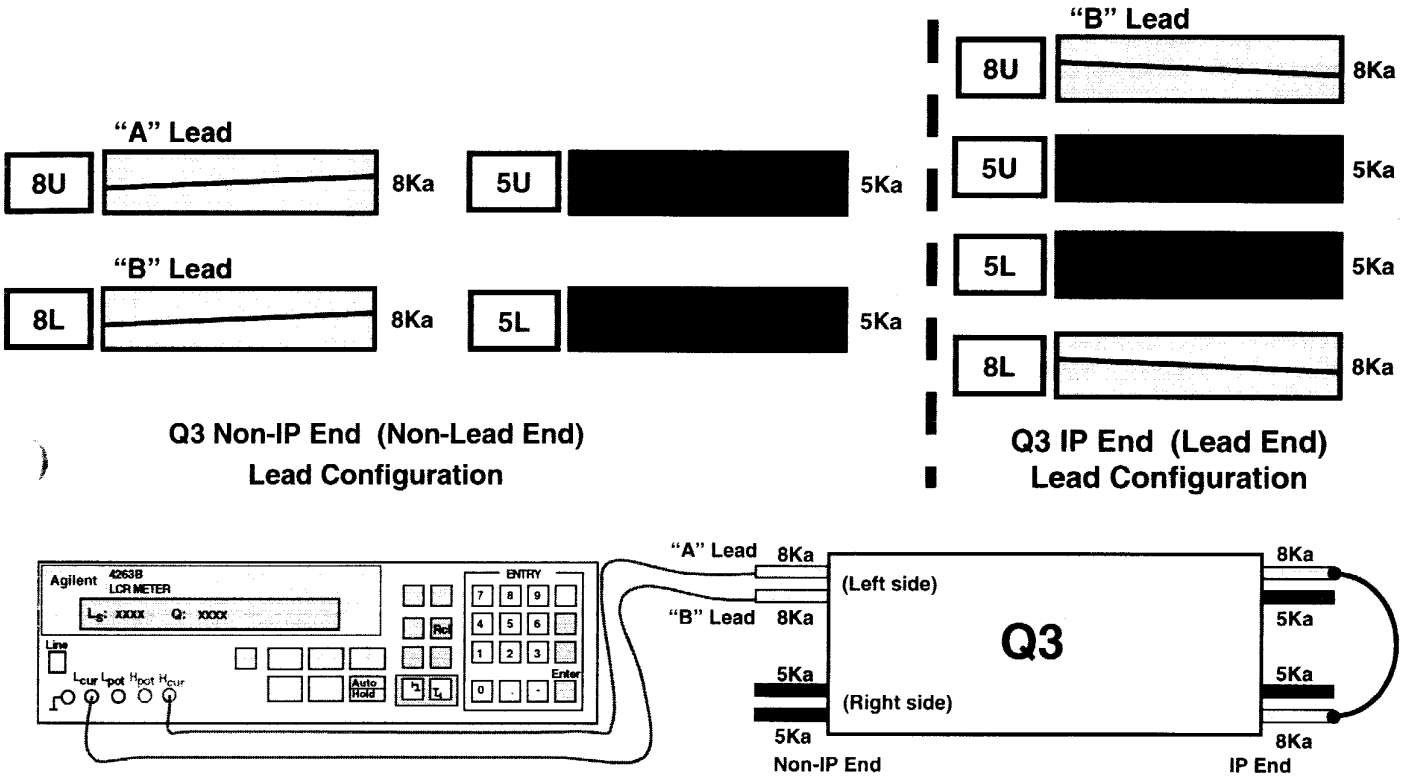

Figure 19.0-B
6. Connect H_{cur} to "A" power lead as shown in figure 19.0-B.
7. Connect L_{cur} to "B" power lead as shown in figure 19.0-B.